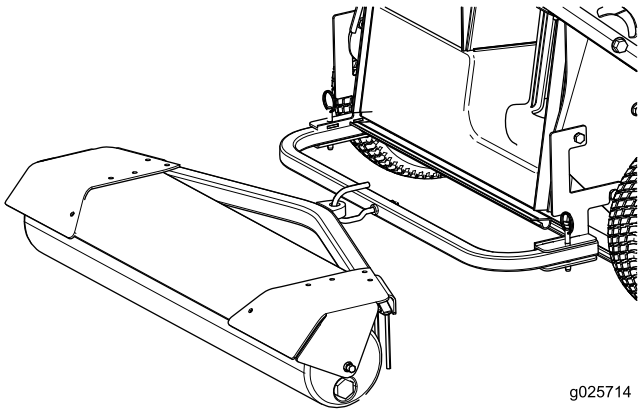

Figure 4
7. Accrochez le rouleau traceur remorqué au crochet (Figure 4).